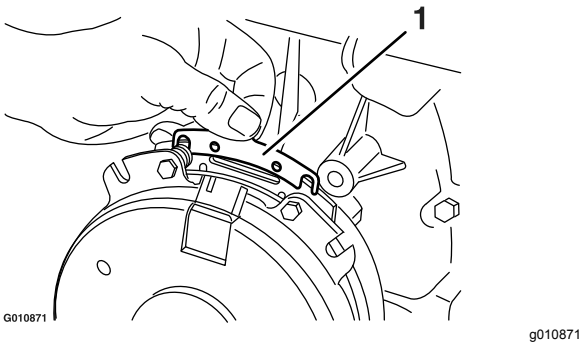

Figure 75
B. Using needle-nose pliers, or by hand, hold the tab and remove the shim (Figure 75).